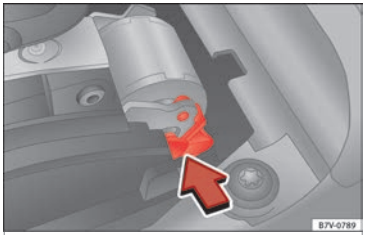

Bild 51 Manuell frigöring av växelväljarspaken
- Tryck frigöringsspaken **»» bild 51** i pilens riktning och håll kvar den i detta läge.